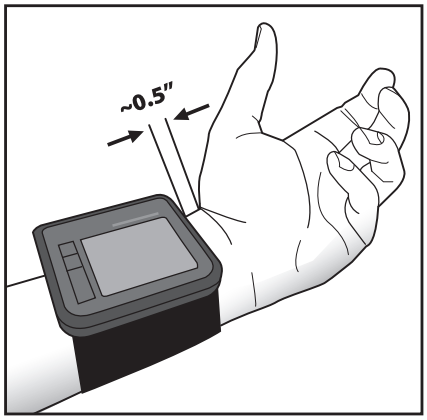

Fig. 2
5. Adjust the cuff approximately 0.5″ from the edge of the head of the ulna bone, Fig. 2.